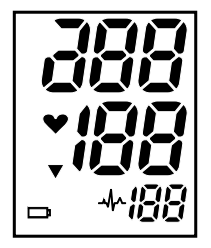

Fig. 1
7.6. Citirea valorii tensiunii arteriale (Fig. 1, 1-1, 1-2, 1-3, 1-4)
După ce ați așezat manșeta și ați luat o pozție potrivită, apăsați butonul "START". Se va auzi un semnal sonor. Verificați toate sim- bolurile de pe afișaj Fig. 1. Adresați-vă la centrul de service, dacă pe ecran sunt elemente lipsă în afișare.